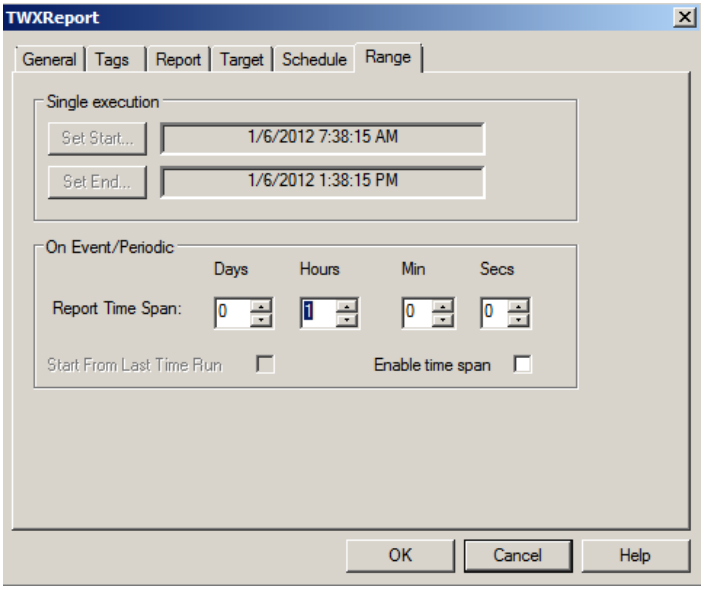

Figure L12.13 - Configuring the Report Range
30. Since the periodic report will use the data collected since the last time it ran, nothing has to be configured in the **Range** dialog, as depicted in Figure L12.13.